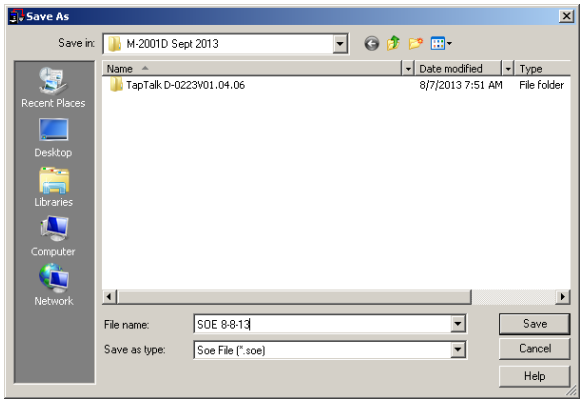

Figure 2-15 Retrieve Sequence of Events Record (Save As) Dialog Screen
2. Select **Setup/Sequence of Events/ Retrieve** from the TapTalk toolbar. TapTalk will display a Retrieve Sequence of Events Record "Save As" dialog screen (Figure 2-15).